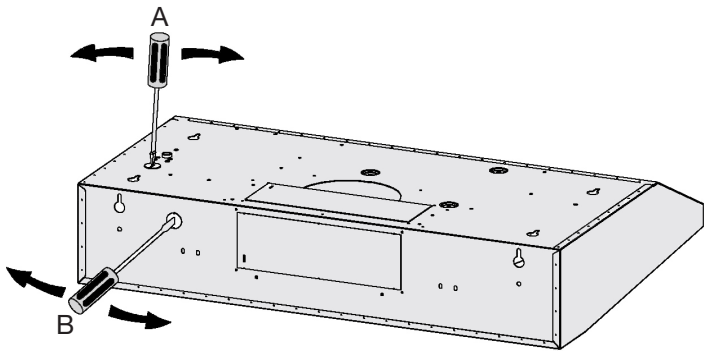

Figure 1
- Utiliser l'outil fourni pour percer le trou de câblage. Il y a deux trous. Veuillez choisir le trou A ou le trou B selon vos besoins en matière de câblage. (Figure 1)